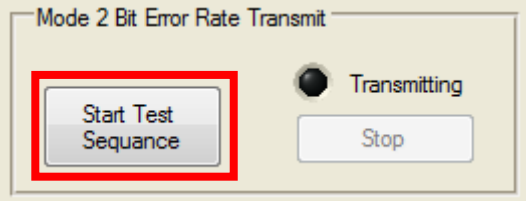

Figure 65 Mode 2 Transmit
6) Click the **"Start Test Sequence"** button, note 28V current, Click **"Stop". (Figure 65)**